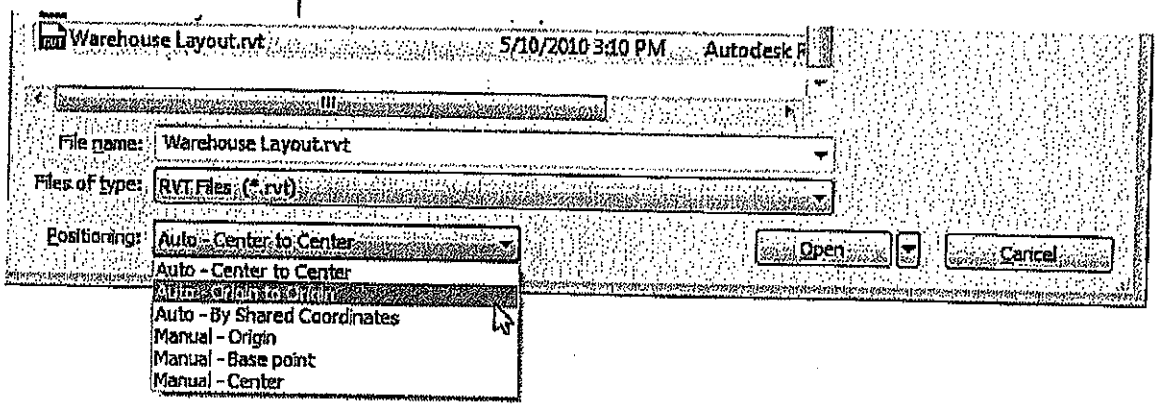

Figure 3–2
2. In the Import/Link RVT dialog box, select the file that you want to link. Before opening the file, set the *Positioning*, as shown in Figure 3–2.